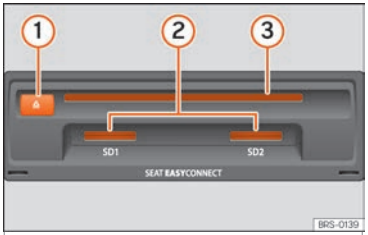

Fig. 216 Fessure per supporti elettronici nel cassetto portaoggetti.
- Inserire il CD o DVD nell'apposito alloggiamento ››› **fig. 216** ③ fino al punto in cui scatta il meccanismo di auto-introduzione.
Inserire la scheda di memoria compatibile con l'angolo smussato in avanti e la scritta verso l'alto (i contatti verso il basso) nello slot ››› **fig. 216** ②. Quando è inserita completamente, la scheda deve compiere uno scatto.